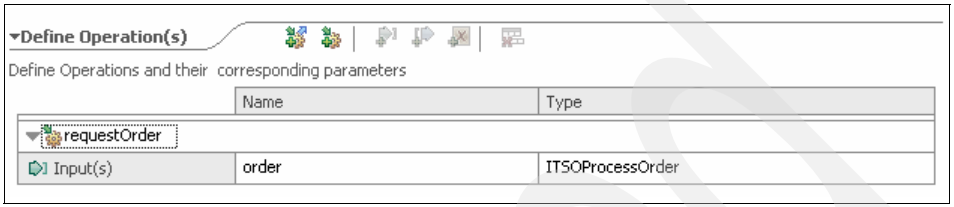

Figure 11-12 The interface BSMOrderReq_I
2. In the ITSOElectronics module, create the interface BSMOrderReq_I. Figure 11-12 shows how the interface should look.